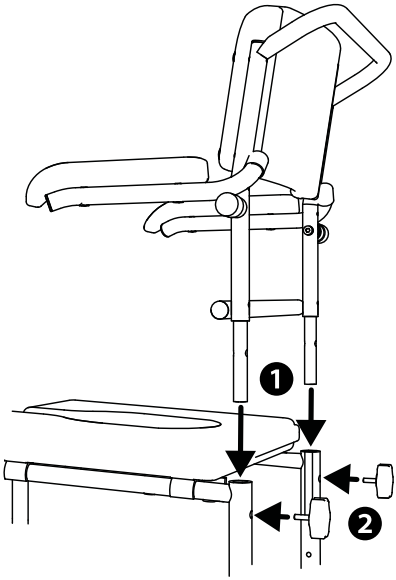

fig.6
1. Inserte los tubos del respaldo desde arriba en los tubos inferiores del chasis (1, fig. 6).
2. Los tubos del respaldo y del chasis se unen atornillándolos con el tornillo con empuñadura en estrella suministrado con la silla (2, fig. 6).